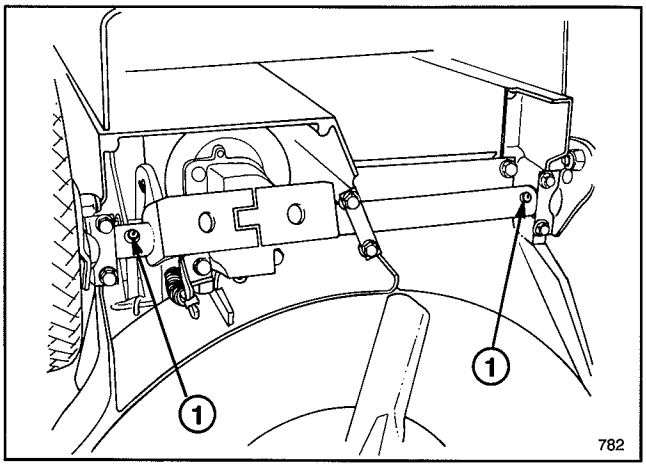

Figure 25
2. Tip the mower on its left side. Wipe grease fittings with clean rag (Fig. 25). Install grease gun onto fitting and gently apply one or two pumps of #2 Multi–Purpose Lithium Base Grease.